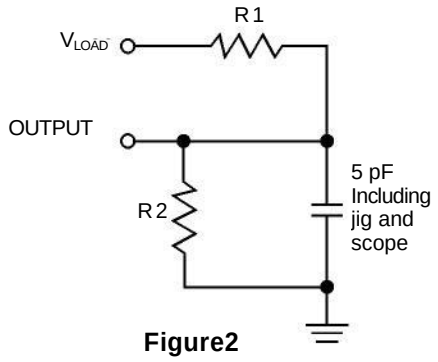

Figure2
3. Tested with load in Figure 2.